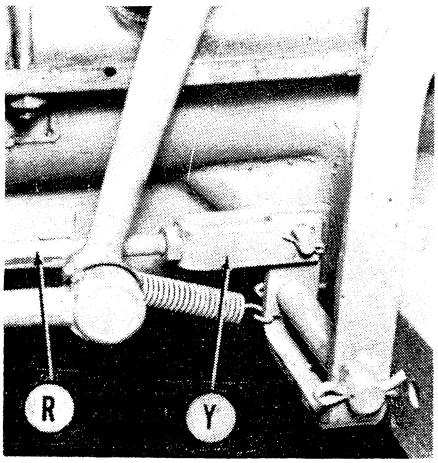

*Fig. MH16—Pony clutch pedal adjustment. Turn yoke (Y) on rod (R) until pedal has one inch free travel.*
41. **ADJUST.** To adjust the clutch pedal travel, refer to Fig. MH16 and adjust yoke (Y) on rod (R) until clutch pedal has a free travel of approximately one inch.